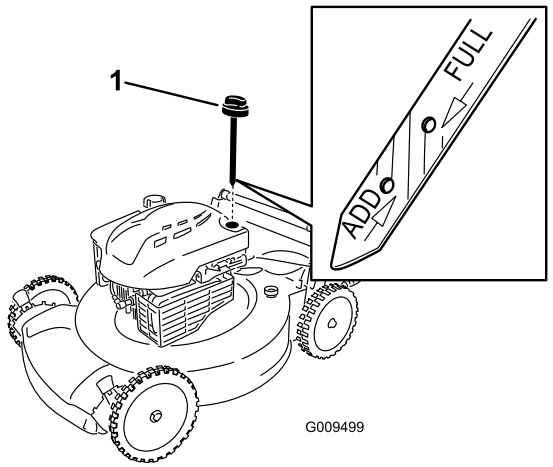

Figura 26
2. Retire la varilla (Figura 26).